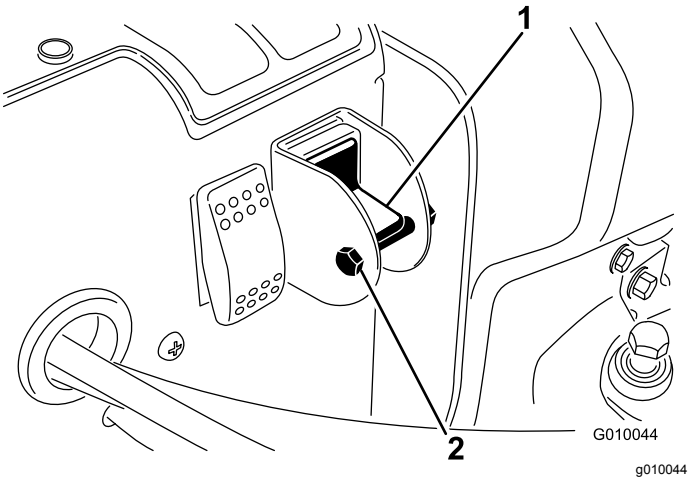

**Figur 30**
4. Lossa låsbulten och muttern från väljarreglaget (Figur 30).